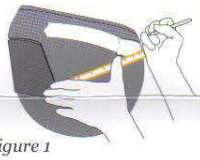

*figure 1*
1. Apply masking tape to protect your helmet before you start. Using a flexible scale, measure from a hard point (shield pivot screw etc.) on each side back to the approximate center of the helmet (fig. 1.) Draw a line on each side – the actual center line will be between your two measurements (fig. 2.).